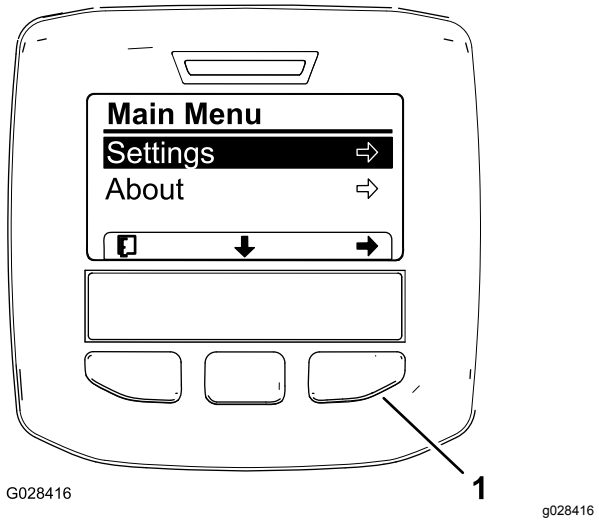
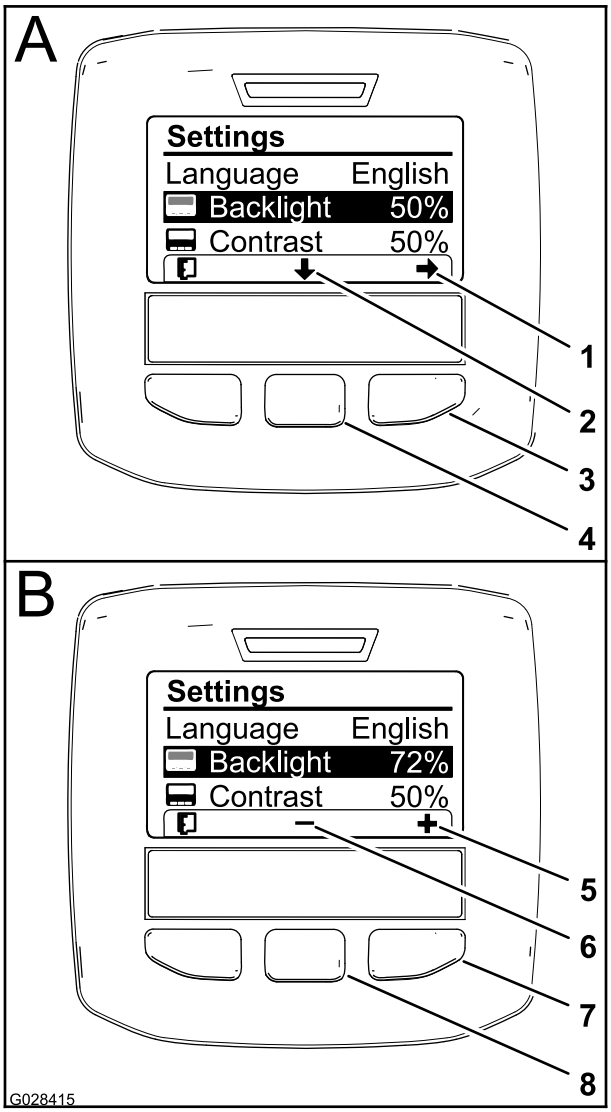

Figur 62
Figur 64
3. Tryk på den midterste valgknap for at få vist hovedmenuen (Figur 62).
5. Tryk på den venstre valgknap for at gemme dine valg, afslutte menuen Indstillinger og vende tilbage til hovedmenuen (Figur 62).
2. Juster baggrundslyset for skærmen ved at trykke på den midterste valgknap (knappen under ikonet for nedpilen på skærmen) for at flytte den valgte indstilling ned til indstillingen Baggrundsbelysning (Figur 64).
3. Tryk på den højre valgknap for at få vist genvejen for værdijustering (Figur 64).
4. Brug den midterste valgknap og den højre valgknap til at ændre skærmens lysstyrkeniveau (Figur 64).
5. Tryk på den venstre valgknap (knappen under listeikonet på skærmen) for at gemme dit valg, afslutte menuen Baggrundsbelysning og vende tilbage til menuen Indstillinger (Figur 64).
6. Juster kontrastniveauet for skærmen ved at trykke på den midterste valgknap (knappen under ikonet for nedpilen på skærmen) for at flytte den valgte indstilling ned til indstillingen Kontrast (Figur 64).
7. Tryk på den højre valgknap for at få vist genvejen for værdijustering (Figur 64).
8. Tryk på den venstre valgknap (knappen under listeikonet på skærmen) for at gemme dit valg, afslutte menuen Kontrast og vende tilbage til menuen Indstillinger (Figur 64).
9. Tryk på den venstre valgknap for at afslutte menuen Indstillinger og vende tilbage til hovedmenuen (Figur 64 og Figur 62).
10. Tryk på den venstre valgknap for at vende tilbage til startskærmen (Figur 64).